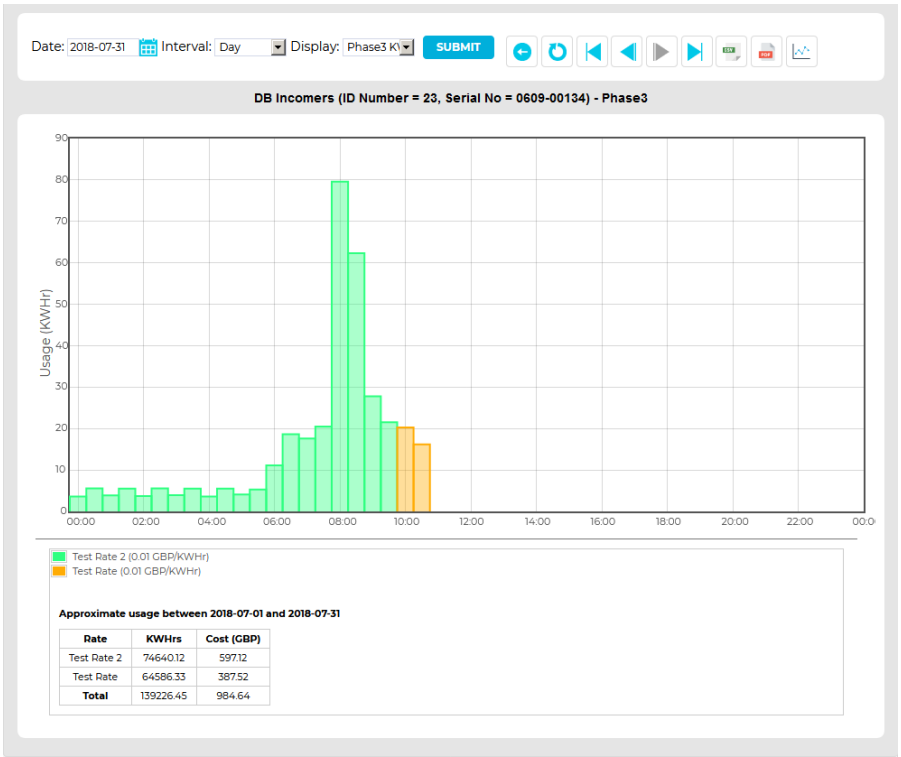
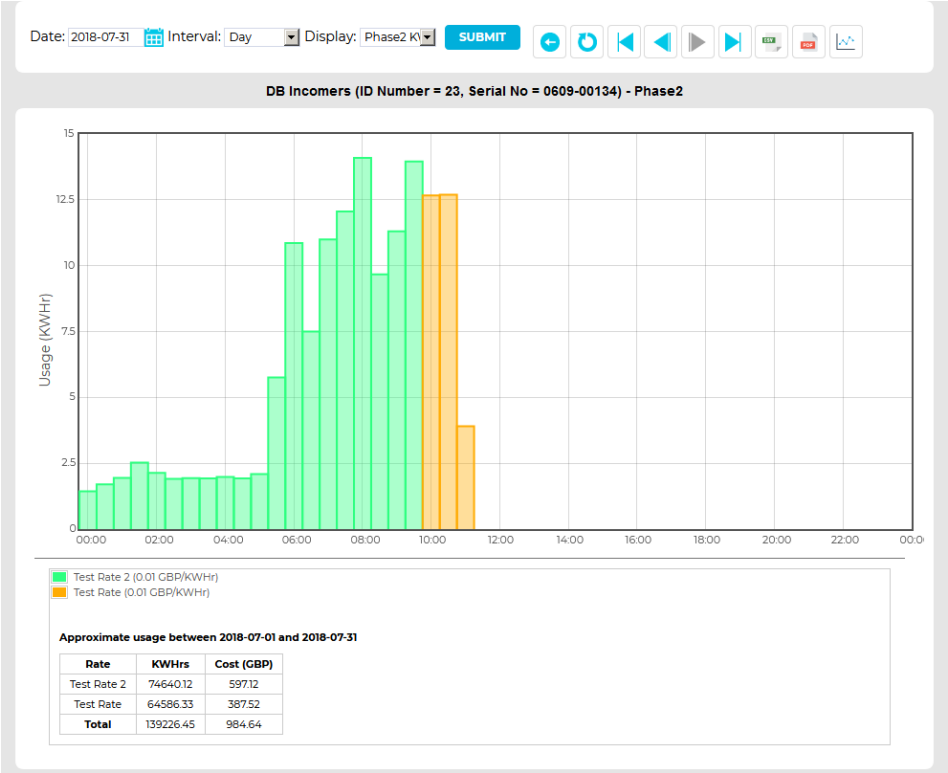
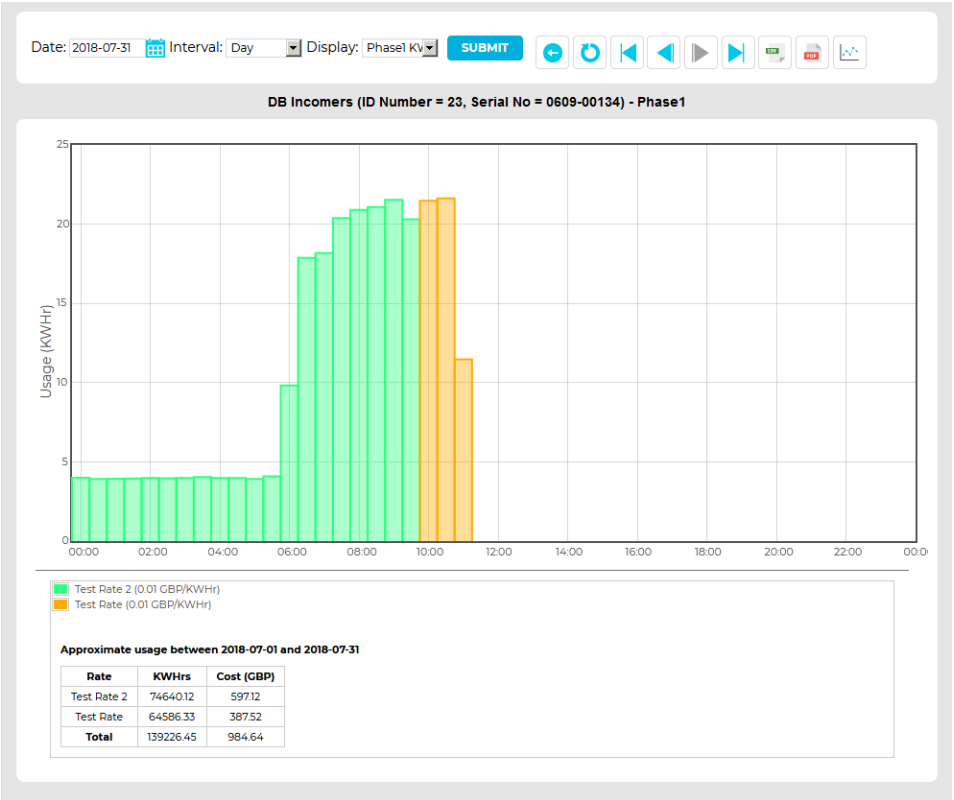

Figure 57
Figure 58
Figure 59
- The bar charts in Figure 57, Figure 58 and Figure 59 below show examples of the separate displays for each phase of a of a 3-phase supply.